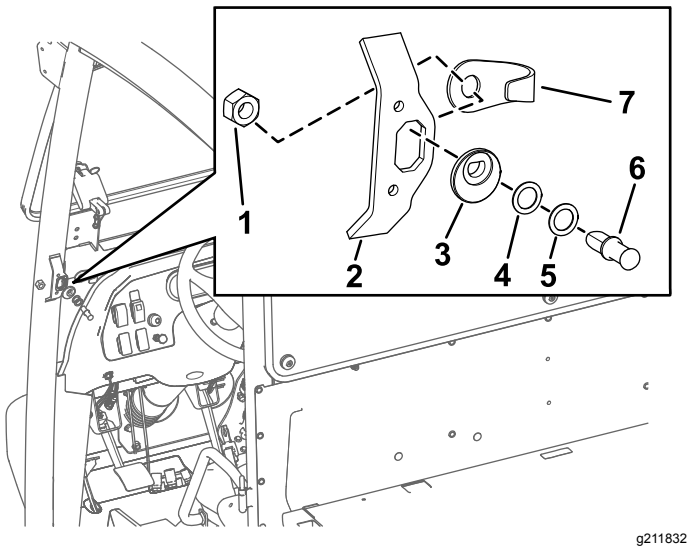

Рисунок 3
2. Совместите кулачок штифта защелки с отверстием в накладной пластине в положении, показанном на Рисунок 3.
3. Вставьте штифт защелки (сначала без шайб) в кулачок штифта защелки (Рисунок 3).
5. Выровняйте штифт защелки и контргайку относительно задней стороны отверстия накладной пластины (Рисунок 3).
6. Наверните контргайку на ось защелки, затянув от руки (Рисунок 3).